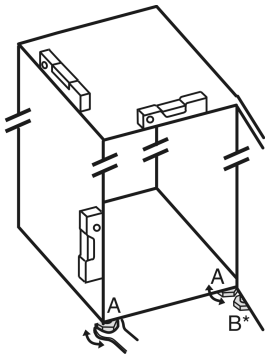

Fig. 34
▶ Extrageți prin rotire picioarele reglabile *Fig. 34 (A)* cu cheia fixă atașată și cu ajutorul unei nivele cu apă, până când aparatul este fix și aliniat plan.
▶ Extrageți prin rotire piciorul reglabil *Fig. 34 (B)* de la suportul de lagăr cu cheia fixă atașată, până când acesta atinge solul.
▶ Continuați să rotiți piciorul reglabil *Fig. 34 (B)* cu 90°.